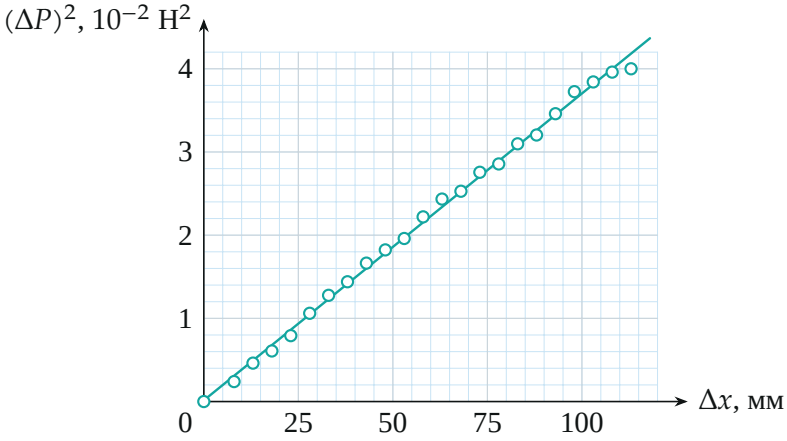

Рис. 3. Квадрат изменения веса от подъёма верхнего витка (данные организаторов) и прямая МНК: зависимость линейная, как предсказывает теория.
3. Проверка графиком. Строим $(\Delta P)^2$ от Δx (рис. 3): точки ложатся на прямую через начало координат — теория подтверждается. Методом наименьших квадратов по всем 22 точкам: